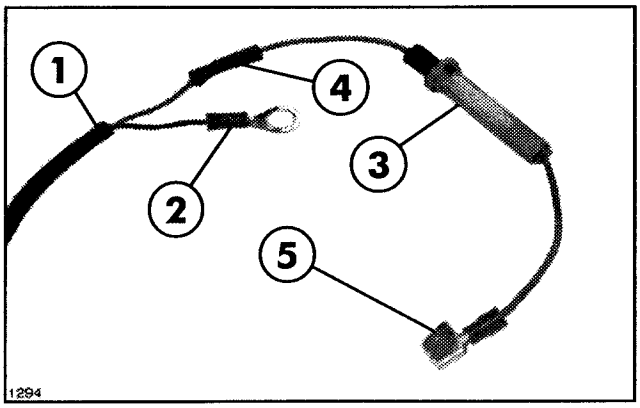

FIG. 4
5. Route Power Cable down to Vehicle Frame along L.H. Hose Reel Leg, secure using (2) zip ties.
7. Strip 8" of Conduit from the end of the Power Cable to expose red and black wires inside. See FIG. 4.